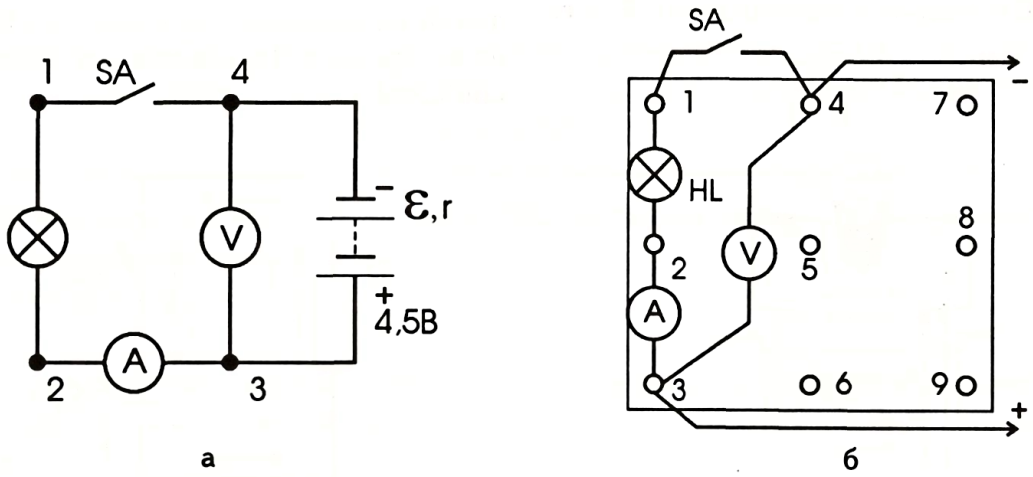

Рис. 3
1. Соберите электрическую цепь по рис. 3, *а, б.*
По данным табл. 1 и 2 вычислите КПД электрических цепей, с которыми Вы работали. Они изображены на рис. 3 и 4. Сравните их.